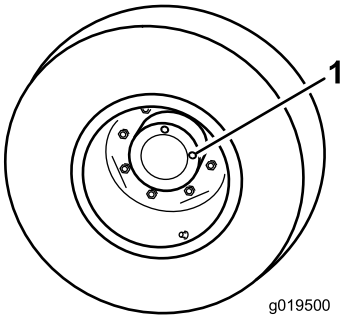

図 57
1. 水平な床面で、点検プラグの1つがが時計の 12 時を指し、もうひとつが 3 時を指すようにマシンを駐車する図 57。
2. 3時の位置にあるプラグを外す図 57。